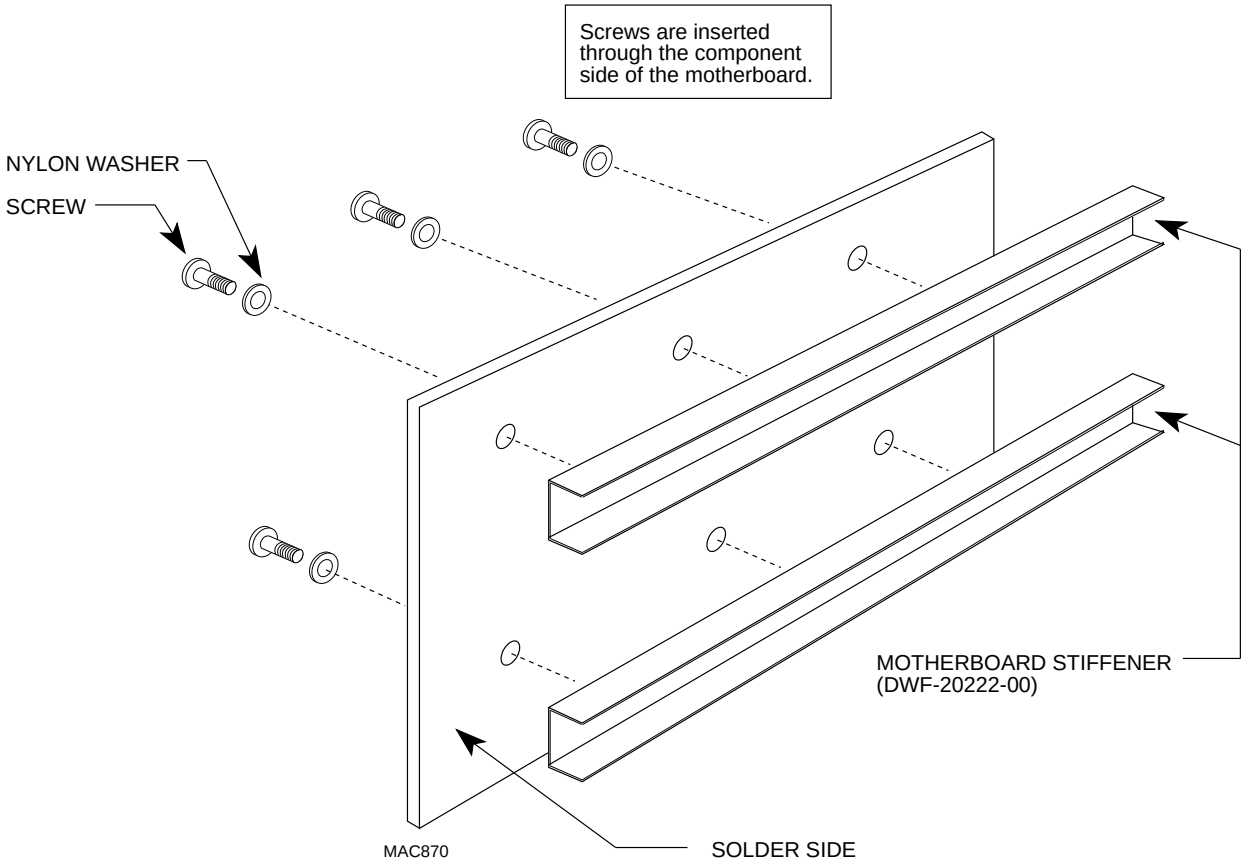

Figure C-6. Installing Motherboard Stiffeners
1. Before you can install the motherboard, you must first install the two metal stiffeners on the solder side of the motherboard. Each stiffener is held in place with three screws, which are inserted through the component side of the board, as shown in Figure C-6.